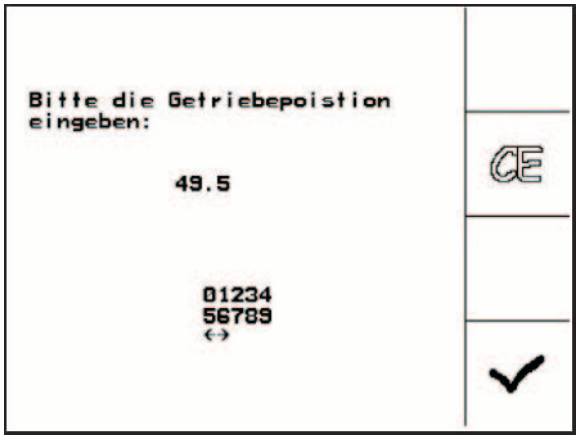

**Fig. 83**
4. Indstillinger bekræftes, og skalaværdien, som drevarmen viser på skalaen, føres ind i det menuvindue (Fig. 83), som åbner sig.